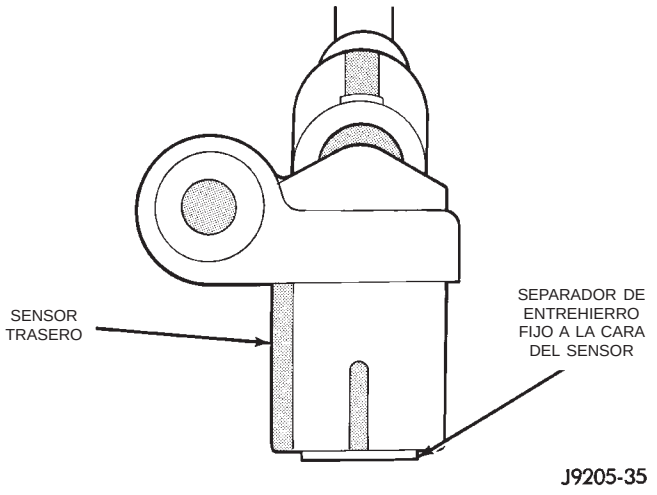

Fig. 11 Sensor trasero nuevo
(6) Si se instala un sensor **nuevo**, empuje el separador de cartón de la cara del sensor contra el aro fónico (Fig. 11). A continuación apriete el perno del sensor con una torsión de 13 N·m (115 libras pulgada). El entrehierro correcto se establecerá cuando el aro fónico gire y descascare el separador de la cara del sensor.